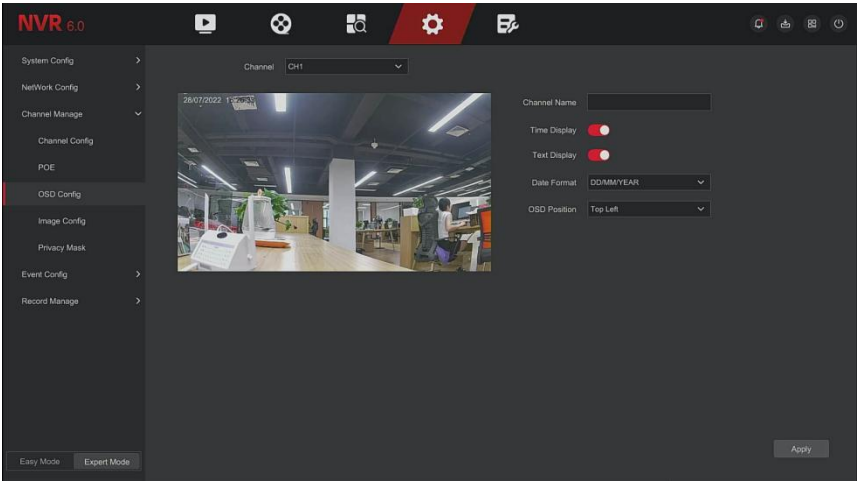

Figure 5-82
Step 1: In the main menu, click "Config → Easy Mode→ Channel Manage →OSD Config" to enter OSD config interface,as shown in Figure 5-82 below.